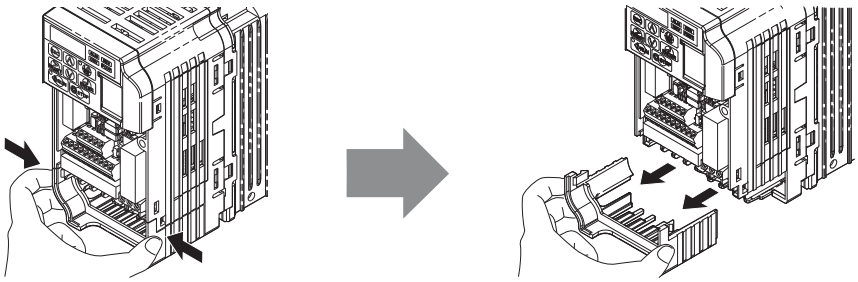

Figure 5 Remove the Bottom Cover on an IP20/Open-Chassis Drive (Models CIMR-V□BA0001B to BA0003B and 2A0001B to 2A0006B)
3. For IP20/Open-Chassis models CIMR-V□□A□□□□B, remove the bottom cover of the drive by applying pressure to the tabs on each side of the bottom cover. Pull the bottom cover away from the drive while pushing in on the tabs to release the cover from the drive. Refer to *Figure 5* for details.